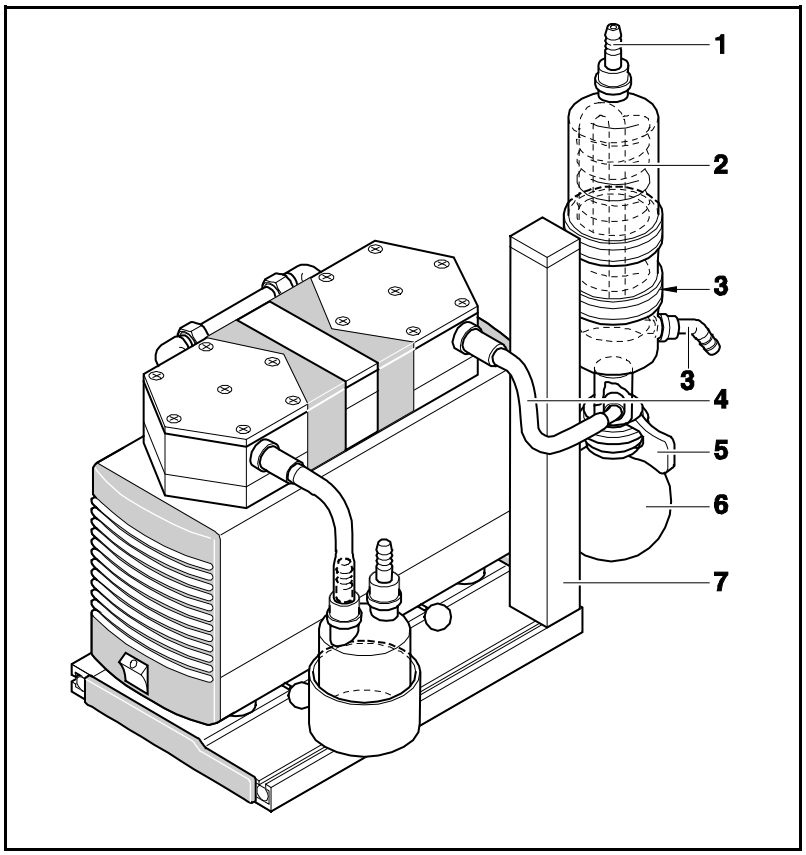

Abb. 7: Hochleistungskondensator (dargestellt LABOPORT-System SH am Beispiel der Pumpe N 840.3 FT.18)
1. Befestigungsstativ des Hochleistungskondensators (siehe Abb. 7/**7**) in die nach oben weisende Nutenschiene der Basisplatte schieben.